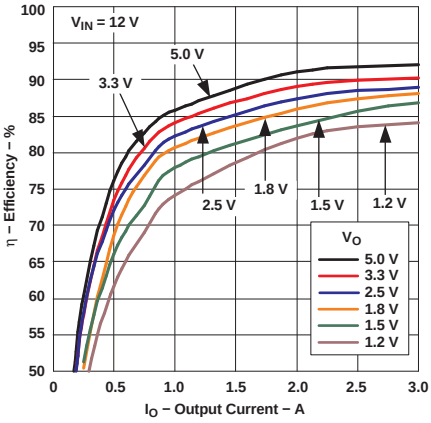
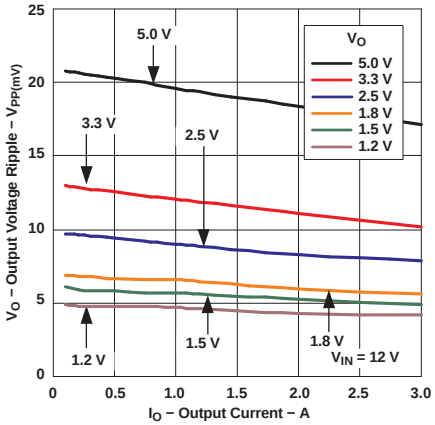
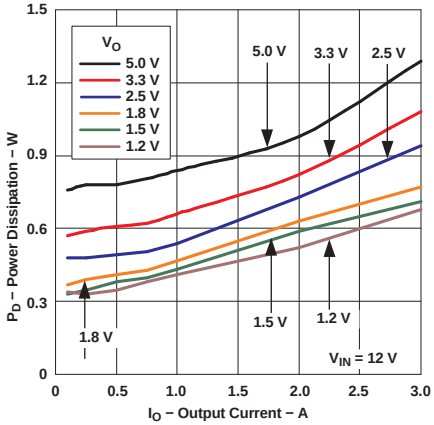

Figure 1. Efficiency vs. Output Current
Figure 2. Output Ripple vs. Output Current
Figure 3. Power Dissipation vs. Output Current
(1) The electrical characteristic data has been developed from actual products tested at 25°C. This data is considered typical for the converter. Applies to Figure 1, Figure 2, and Figure 3.